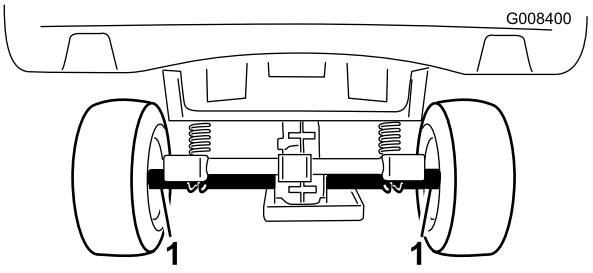
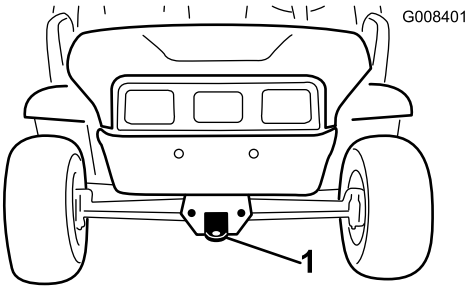

Figur 21
Figur 22
Brug en anhænger til at flytte maskinen, hvis den skal flyttes langt væk. Sørg for, at maskinen er forsvarligt bundet til anhængeren. Se Figur 21 og Figur 22 for at se placeringen af bindepunkterne på maskinen.
2. Sæt et bugsertov fast på anhængertrækstangen foran på maskinens stel (Figur 22).